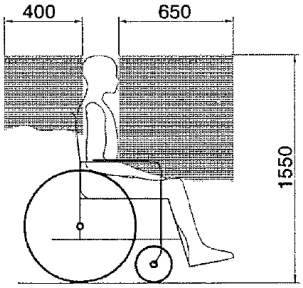

figure 1
6. Varmista, että kuvissa (figure 1 ja 2) olevat pyörätuolin käyttäjän ympärillä olevat vyöhykkeet ovat vapaina.